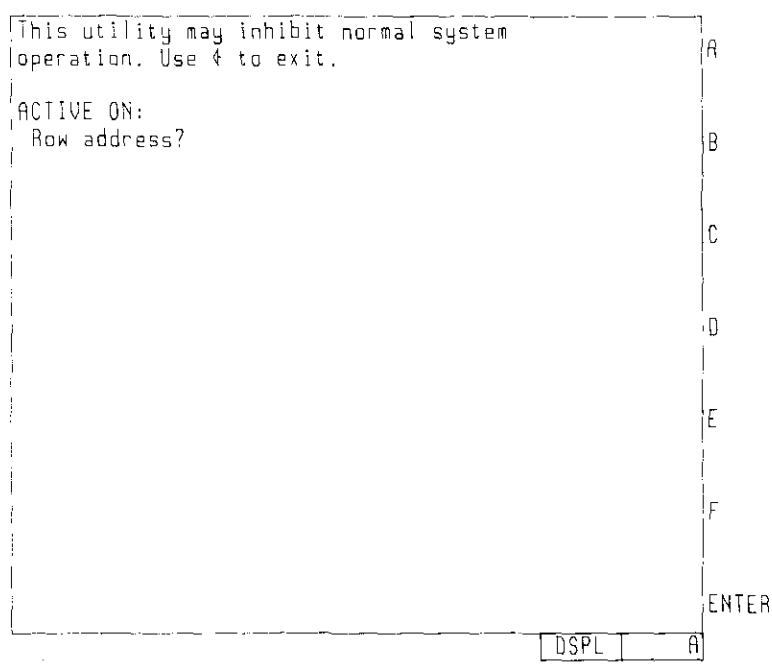

Figure 5-15. Alphabetical Softkeys
4. Enter the column address of the module in hexadecimal. Use the alphabetical softkeys (Figure 5-15) and the key pad to enter the hexadecimal numbers. Refer to Table 5-1 for conversion information.